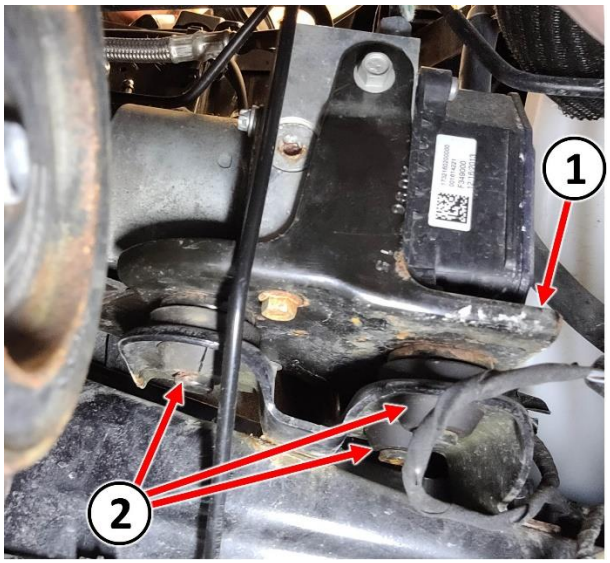

Figure 13 – ICU Mounting Bracket
5. Remove ABS/HCU assembly with mounting bracket (1) from the vehicle by firmly lifting the assembly from the push mount pins (2) (Figure 13).
12. Install the ABS/HCU assembly with mounting bracket (1) to the vehicle by firmly pushing the assembly on the push mount pins (2) (Figure 13).